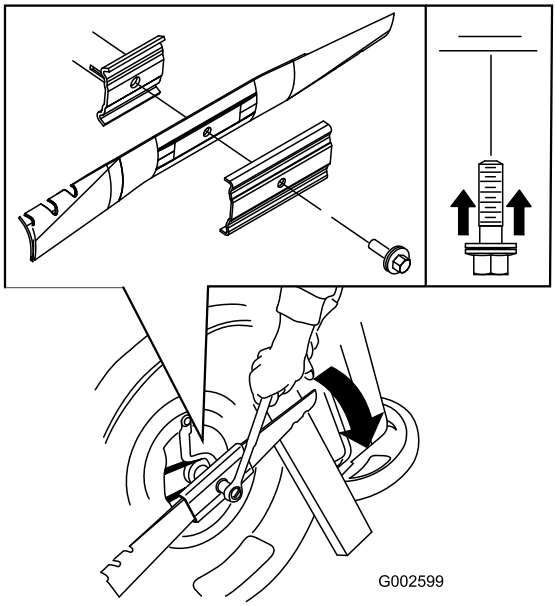

Figure 24
5. Montez la lame neuve (tournez le boulon de fixation dans le sens horaire) ainsi que toutes les fixations (Figure 24).